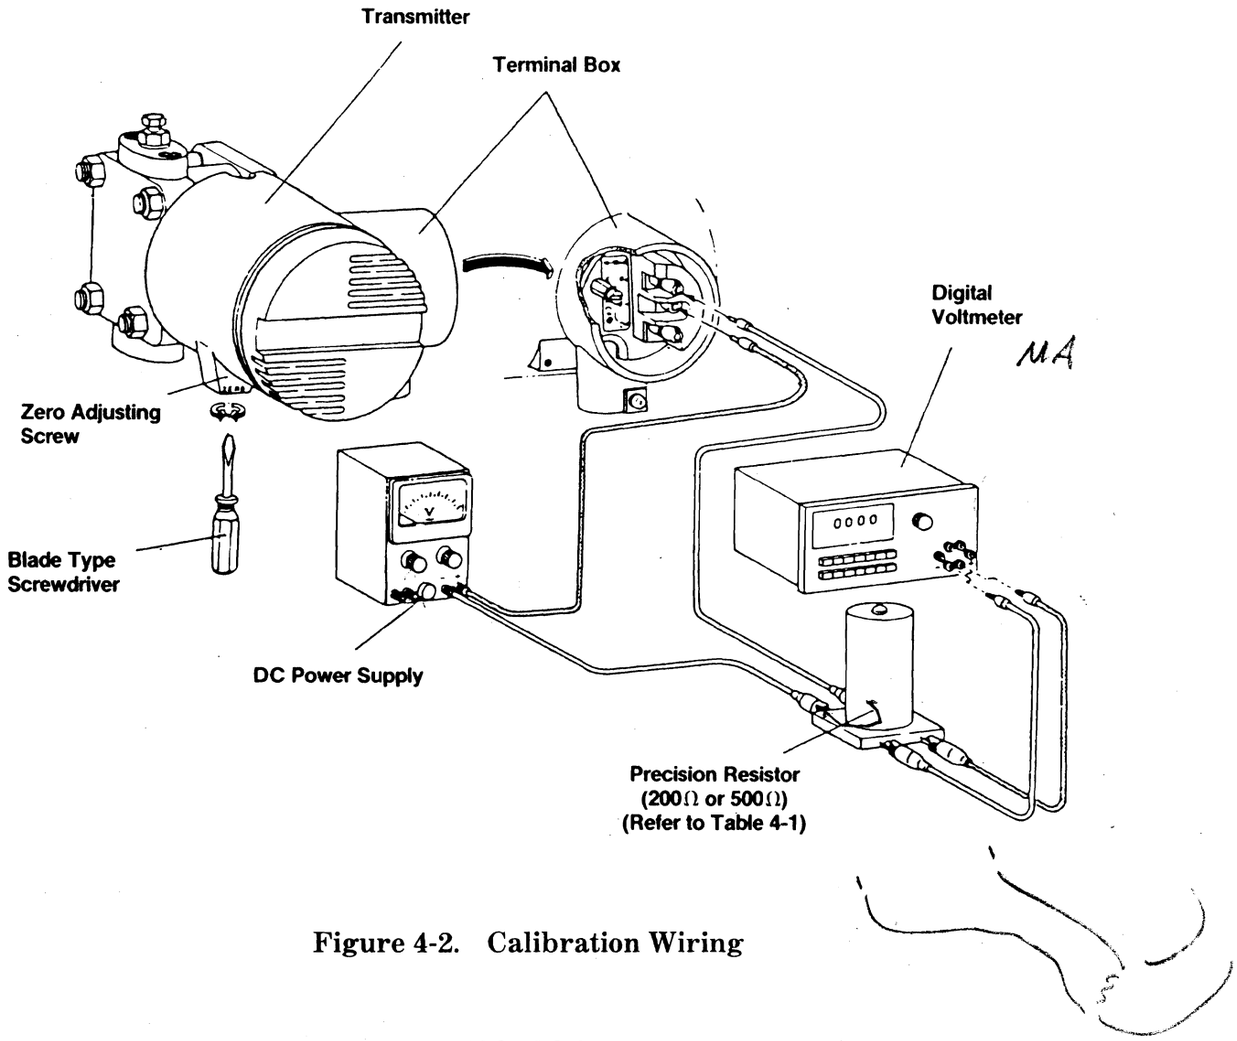

Figure 4-2. Calibration Wiring
3. Connect the transmitter and test equipment as shown in Figure 4-2. Turn power on.